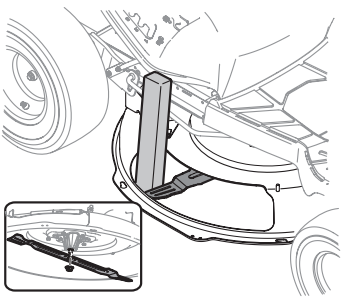

Figure 21
2. Insérez une cale en bois ou un morceau de poutre de au moins 51 mm x 102 mm (2 po x 4 po) dans l'ouverture du plateau de coupe et faites tourner la lame jusqu'à ce que la cale se coince entre l'ouverture du plateau de coupe et la lame (Figure 21).